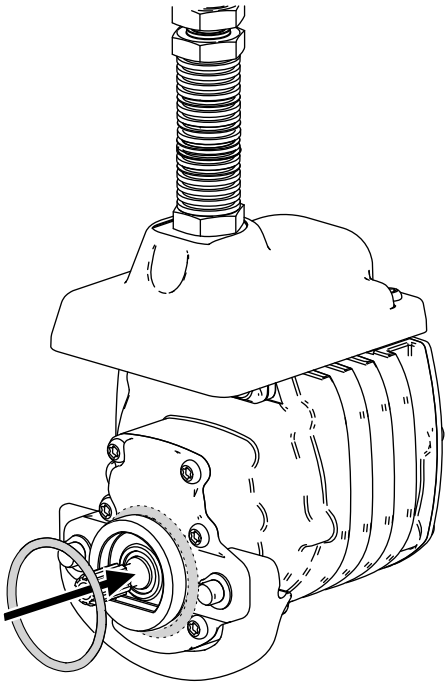

Figur 11
3. Monter en O-ring på hver knivcylindermotor som vist i Figur 11.